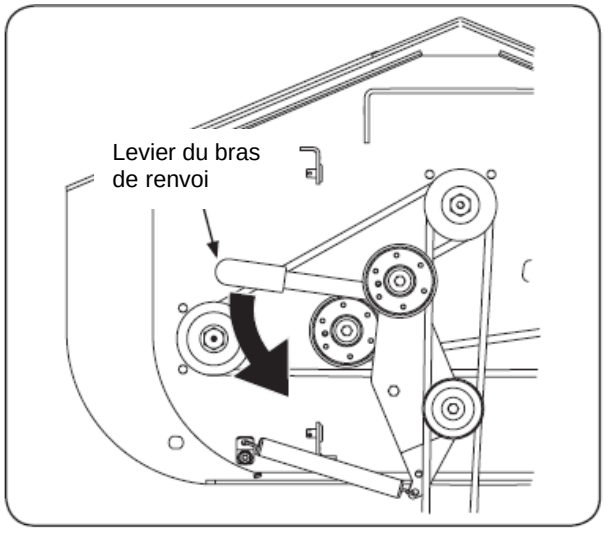

Figure 7-2
3. Enlevez la tension sur la courroie de la PDF en déplaçant la barre de tension de la courroie. Consultez la Figure 7-2.
4. Enlevez la tension de la courroie d'entraînement de la PDF en déplaçant la barre de tension de la courroie. Consultez la Fig. 7-2. Desserrez le boulon de retenue de la courroie.